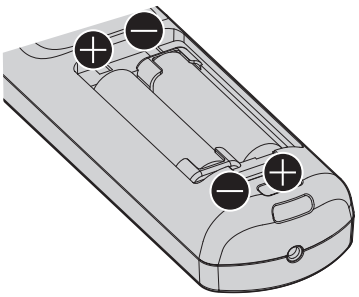

Abb. 2
2) Legen Sie die Batterien ein und schließen Sie den Deckel (legen Sie zuerst die ⊖-Seite ein). (Abb. 2)